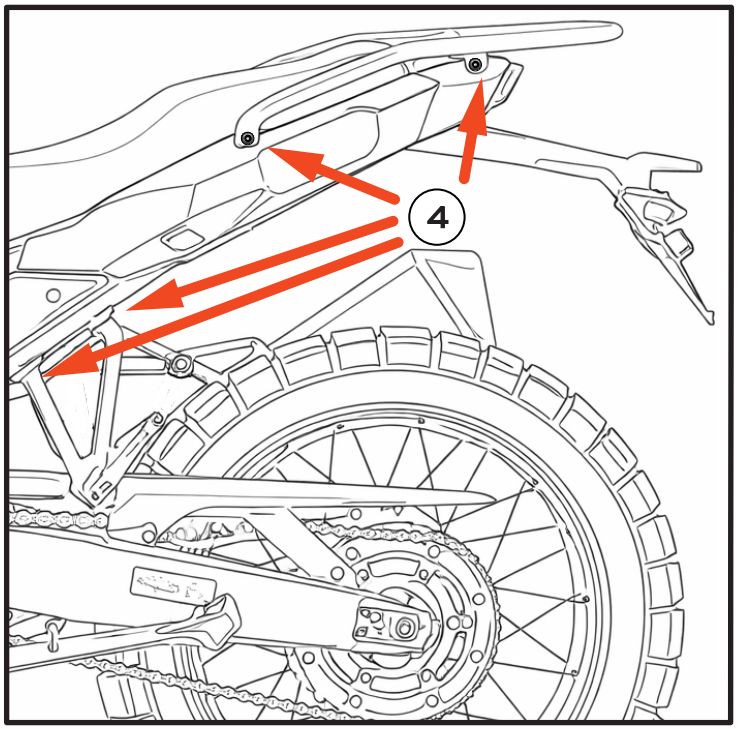

Fig.5
4. Unscrew bolts securing the and unscrew the passenger footrest brackets. **[Fig. 5]**